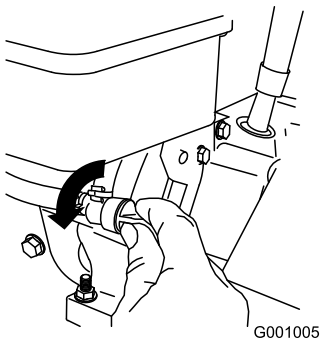

Figur 25
3. Drei drivstoffavstengningsventilen mot klokken for å åpne den (Figur 25).